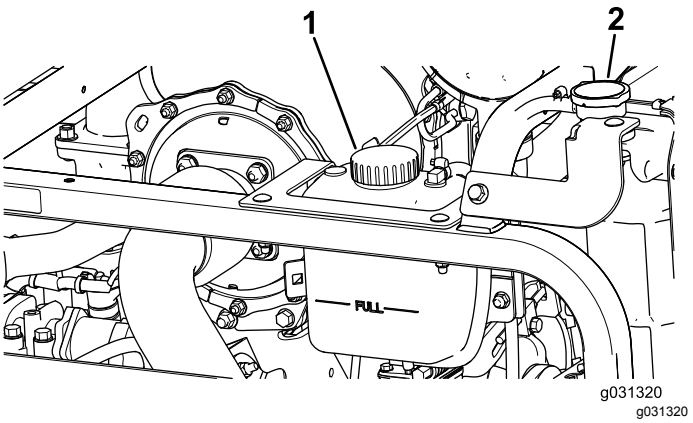

Figur 106
1. Afmonter forsigtigt kølerens dæksel og ekspansionsbeholderens dæksel (Figur 106).
2. Kontroller kølervæskestanden i køleren (Figur 106).